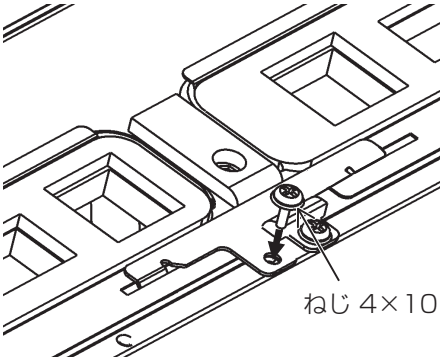

図5 ねじ止め
- 固定金具をねじ（4 × 10）で固定します（図 5 参照）